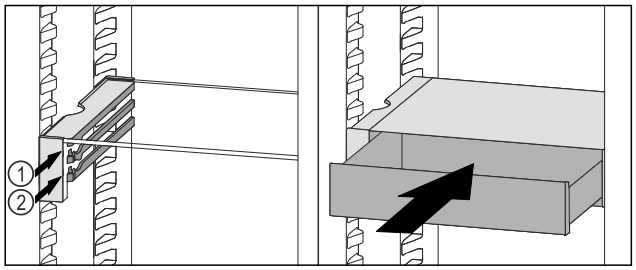

Fig. 117
- ▶ Coloque el cajón VarioSafe en la nervadura deseada *Fig. 117 (1)* o *Fig. 117 (2)* detrás de los topes.